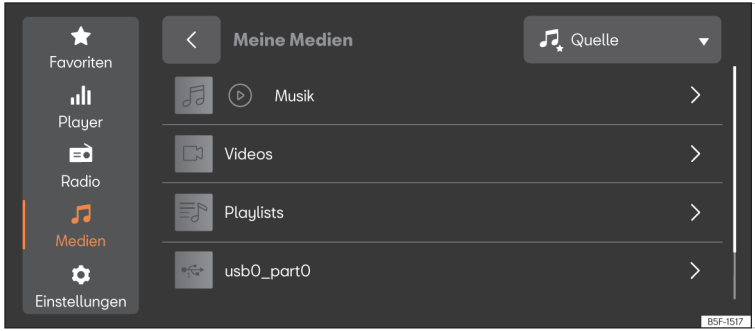

Abb. 174 Schematische Darstellung: Ansicht Medien.
- Drücken Sie **MENÜ** > ⊙ > ♫ ››› (Abb. 174).